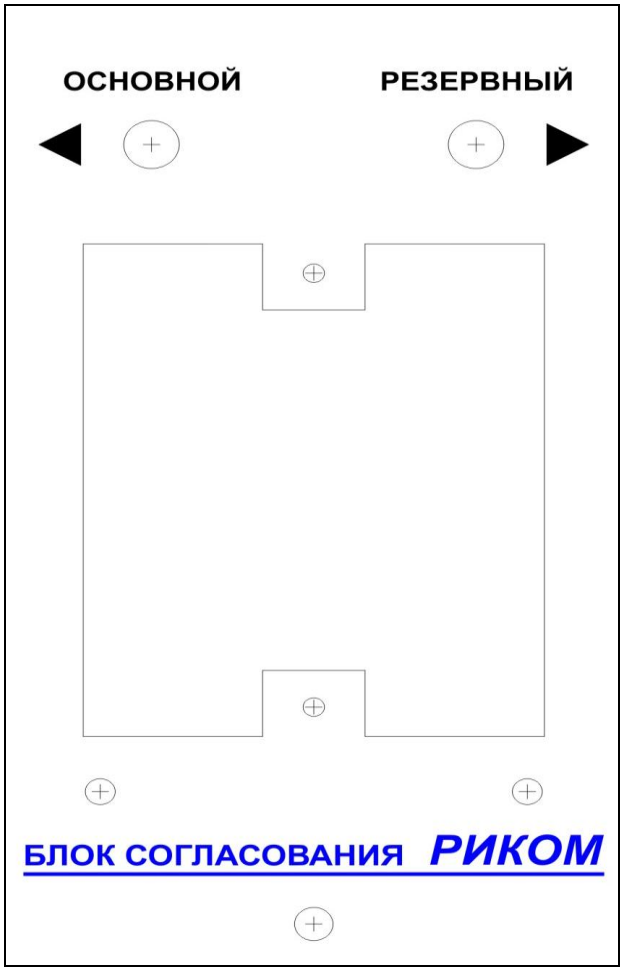

Рисунок 2 – Лицевая панель БС-08
На передней панели имеется крышка, под которой расположены две клеммные колодки (см. рис.2). К передней панели (см. рис.2) крепится ручка для переноски изделия. На задней части основания установлен разъём с ловителями типа РП14-16Л.
9.2 Выбрав выходное напряжение для нагрузки, надо открыть крышку на лицевой панели блока (см. рис.2) и установить перемычку, подключить линию автоведения и проверить на контактах 1 и 2 клеммной колодки KL2 напряжение на нагрузке.